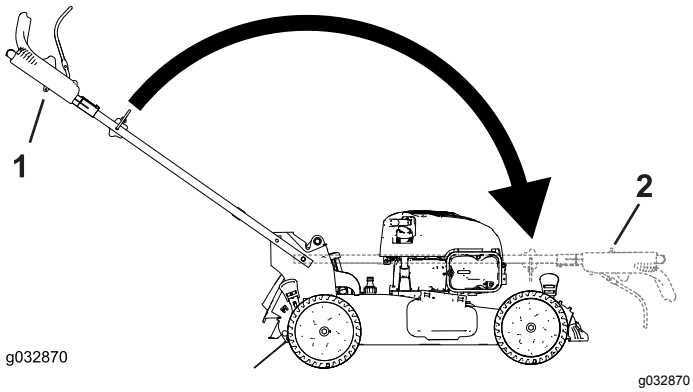

Figure 20
2. Repliez le guidon en le faisant pivoter en avant (Figure 20).